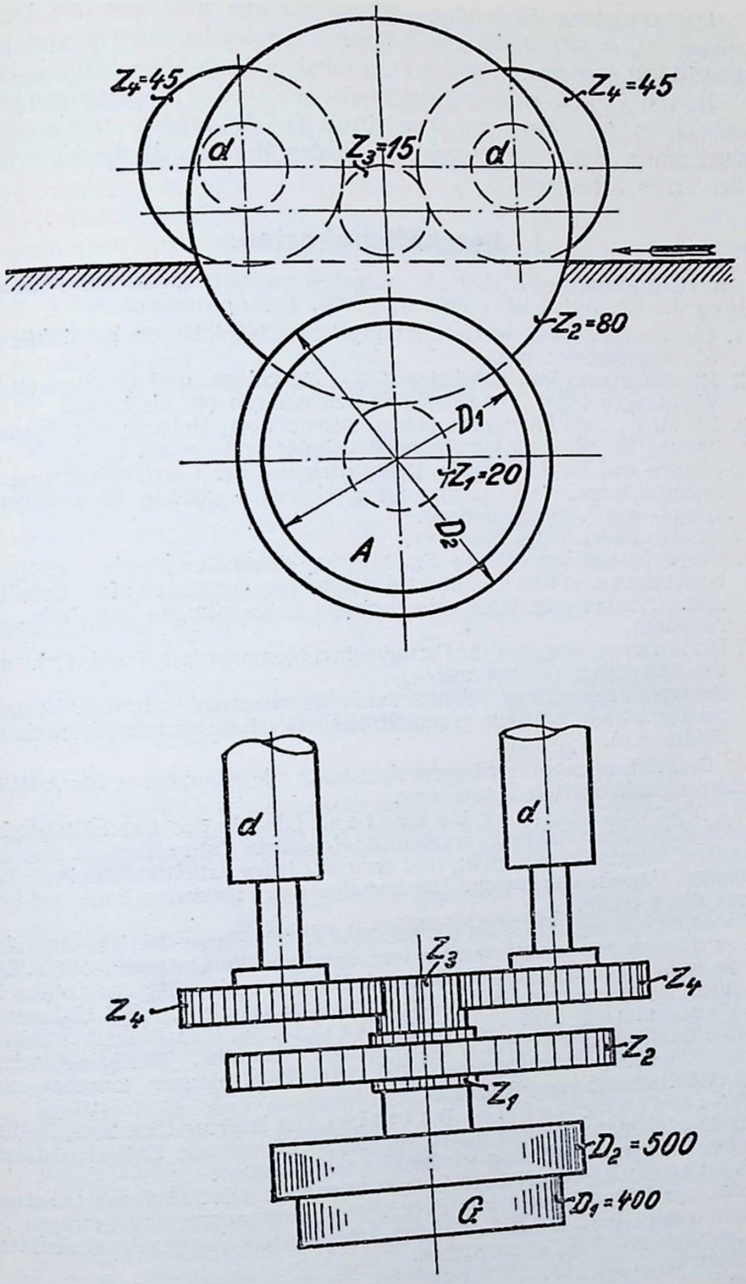

Abb. 69.
27. Der Vorschub einer Dicktenhobelmaschine soll bestimmt werden. Der Vorschub ist gleich der minutlichen Umfangsgeschwindigkeit der Transportwalzen d (Abb. 69).